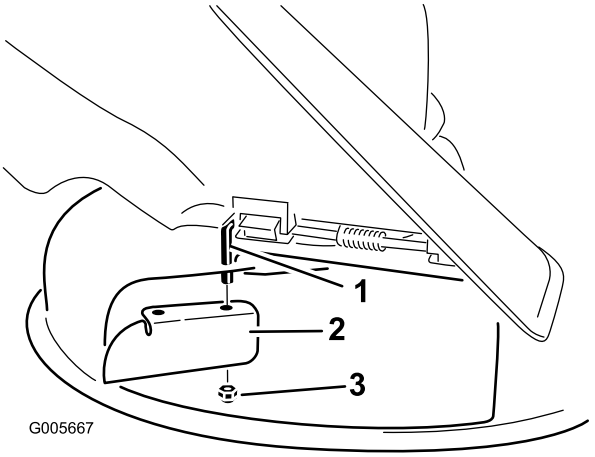

**Figur 24**
7. Monter kantskjermen på den eksponerte dreiestangen (Figur 24).
3. Fjern kantskjermen fra klippeenheten (Figur 24).